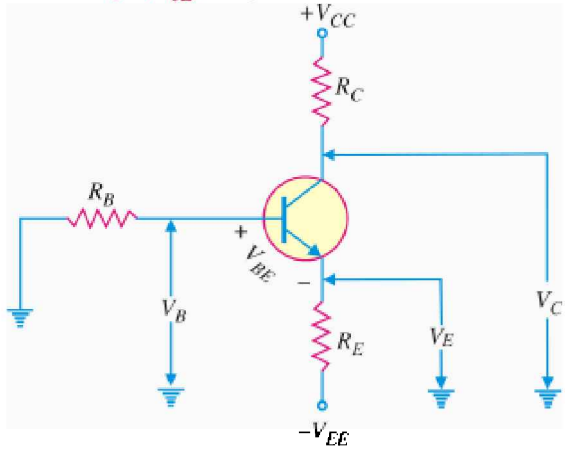

Fig. 9.17
***(ii)* Collector-emitter voltage (V_{CE}).** Fig. 9.17 shows the various voltages of the emitter bias circuit w.r.t. ground.